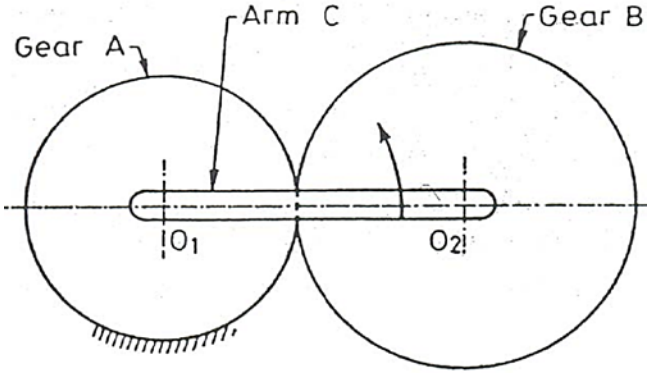

Fig 3 (Q.4 (a))
Q.4 **(a)** The arm of an epi-cyclic gear train shown in Fig 3, rotates at 100 rpm in CCW direction. The arm carries two wheels A and B with 36 and 45 teeth respectively. The wheel A is fixed and arm rotates about centre of A. Find the speed and direction of rotation of wheel B. What will be the speed and direction of rotation of wheel B, if wheel A rotates at 200 rpm in CW direction? **06**